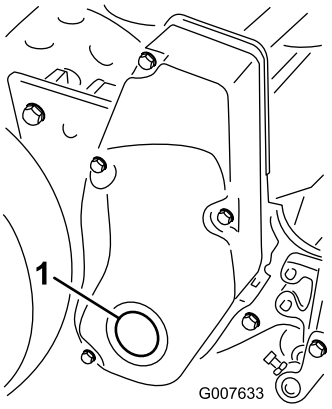

Figur 60
1. Fjern pluggen på det høyre spolemotordekslet (Figur 60).